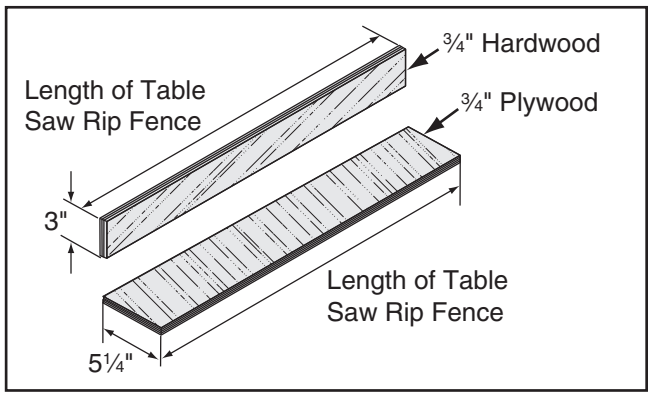

Figure 91. Auxiliary fence dimensions.
1. Cut a piece of ¾" thick plywood 5¼" wide and as long as your table saw fence; cut a piece of ¾" thick hardwood 3" wide and as long as your table saw fence, as shown in **Figure 91**.